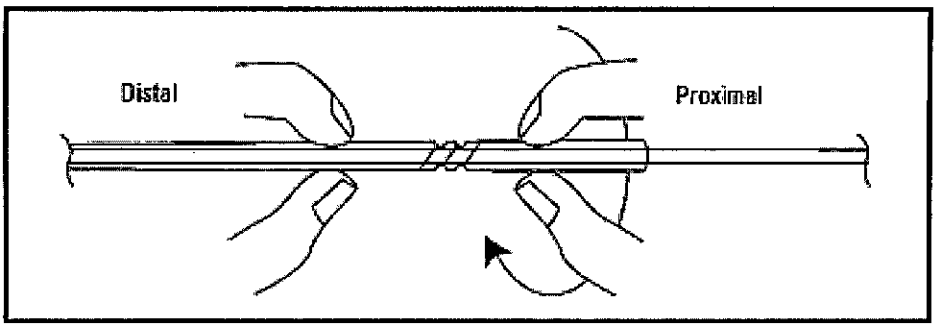

Figura 8. Bloqueo mediante rotación en el sentido de las agujas del reloj
Paso 6. Para fijar en su sitio el Sistema de oclusión IDC™ con fibras de Interlock™, pince con cuidado la vaina introductora a ambos lados del mecanismo con cierre por giro y gire el lado proximal hacia la derecha (en el sentido de las agujas del reloj) (**Figura 8**).